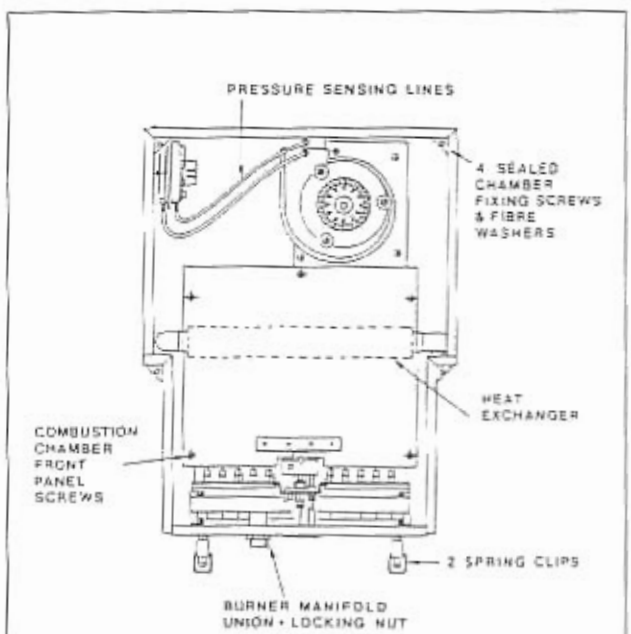

Fig. 19
- Release the two spring clips and remove the four fixing screws securing the sealed chamber front panel then remove the panel (fig. 19).